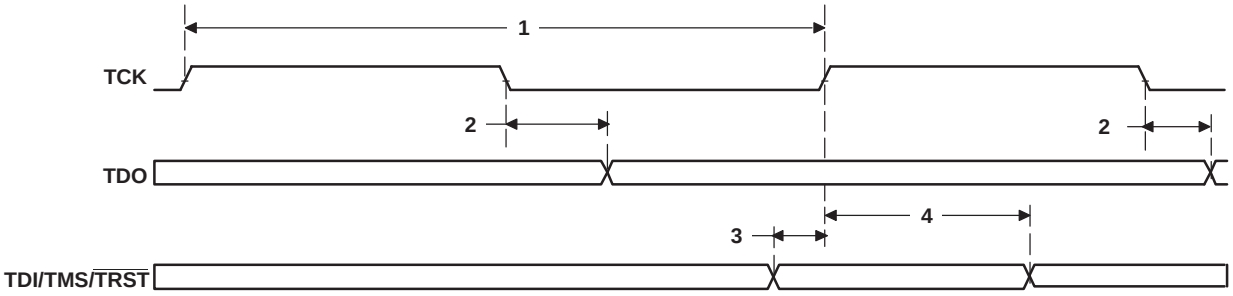

**Figure 6-57. JTAG Test-Port Timing**
**Table 6-116. Timing Requirements for JTAG Test Port (see Figure 6-57)**
**Table 6-117. Switching Characteristics Over Recommended Operating Conditions for JTAG Test Port (see Figure 6-57)**